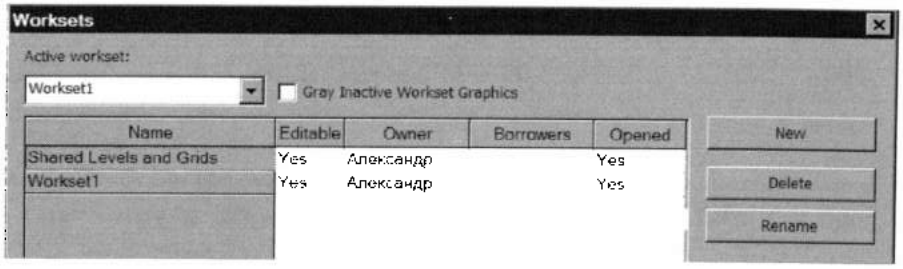

Рис. 4.23. *Создание рабочих наборов*
1. На ленте **Collaborate** (Совместная работа) в разделе **Worksets** нажать одноименную кнопку. Если в проекте эта кнопка нажимается впервые, откроется бокс **Worksharing,** информирующий,что создано по умолчанию два рабочих набора. В одном из них размещены уровни и координационные сетки, а во втором наборе *Worksets 1* размещены все остальные элементы модели. Нажать кнопку OK, чтобы открыть далее бокс **Worksets** (рис. 4.23). При последующих нажатиях упомянутой кнопки **Worksets** одноименный бокс будет появляться уже сразу.